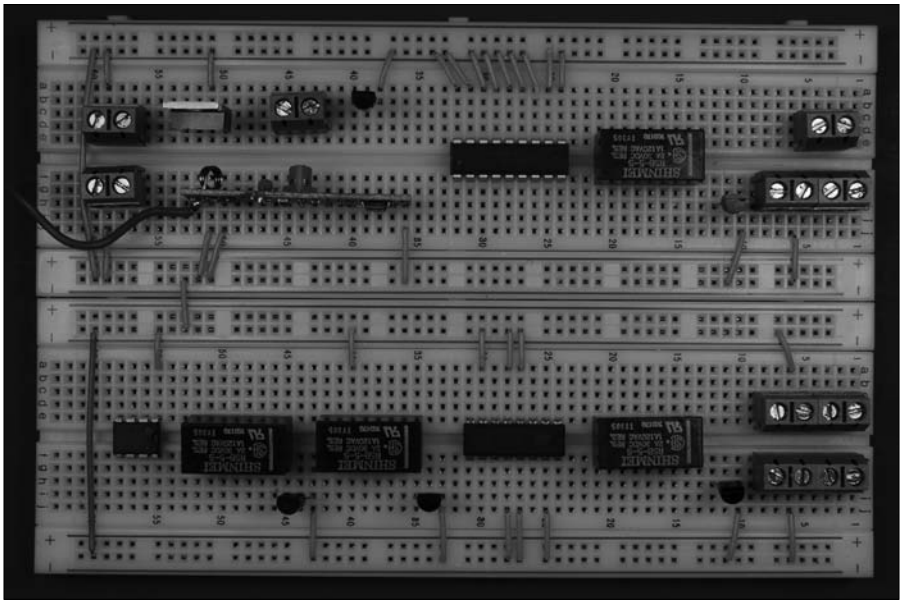

Figure 13-21: Connect components to ground buses.
4. **Insert wires to connect the ICs, voltage regulator, transistors, relays, and terminal blocks to the ground bus. Then insert wires between the ground buses to connect them, as shown in Figure 13-21.**